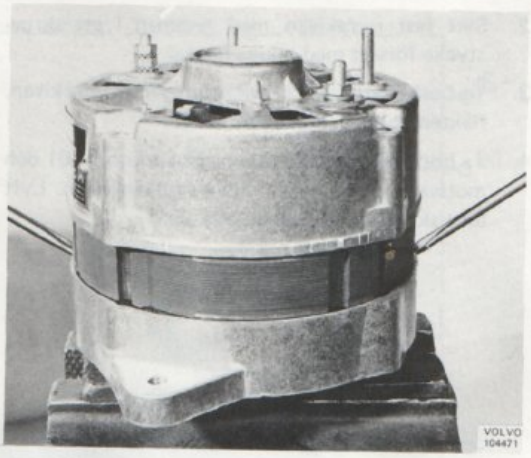

Bild 30. Isärtagning av generator
6. Demontera statorn och släpringslagerskölden med hjälp av två skruvmejslar, som sticks in i två uttag mellan statorn och drivlagerskölden, bild 30.